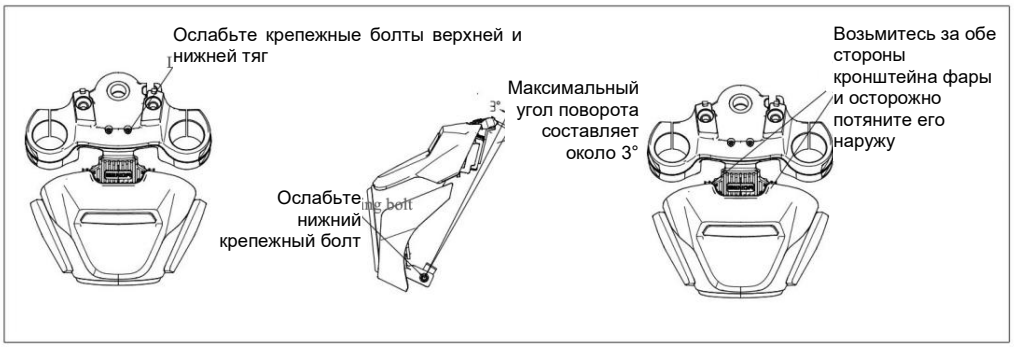

Рис. 9
4.8. Регулировка угла наклона фары (Рис. 9)